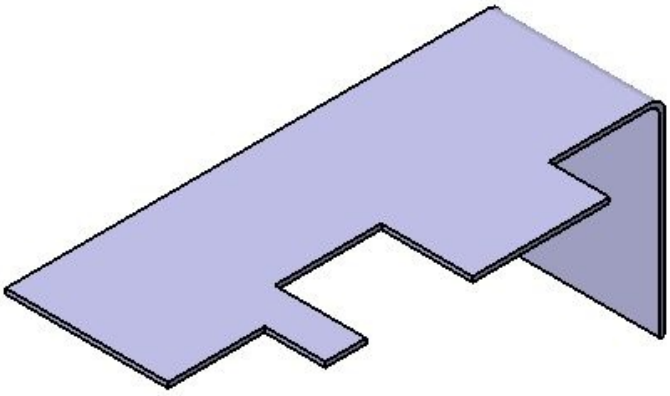

Figure 15-122 *Sheet metal component after creating the flange*
6. Select the **Trim Support** check box and choose the **OK** button to create the flange. Figure 15-122 shows the resultant flange.